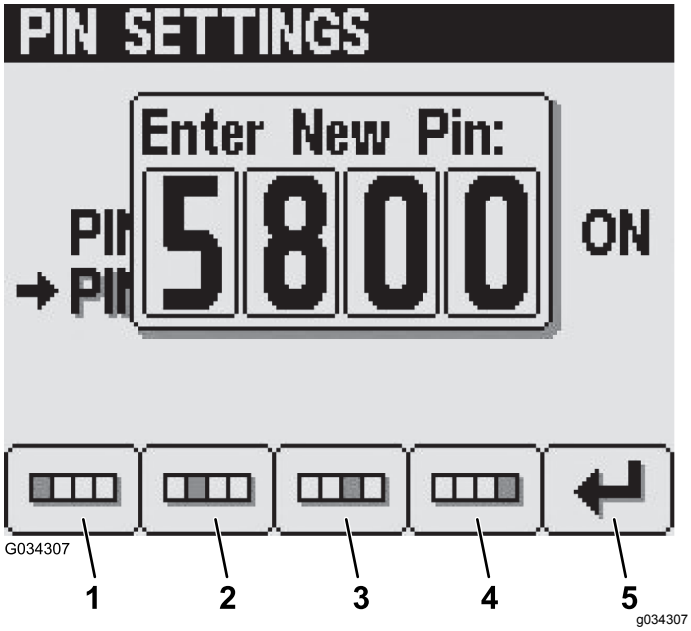

Figur 36
5. På skjermen Angi ny PIN-kode, angi din nye PIN-kode ved hjelp av knappene 1 til 4 og trykk på knapp 5 for å legge inn den nye PIN-koden i InfoCenter (Figur 36).